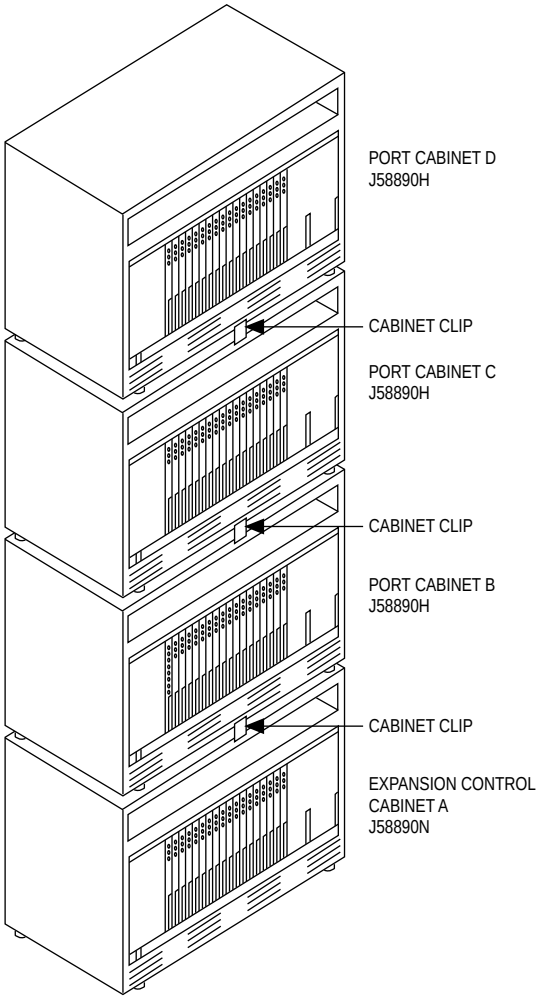

Figure 1-5. 4-Cabinet G3r V4 EPN — Front View, Doors Removed
1. See DANGER. Place the port cabinets into the positions from which they were previously removed (see Figure 1-5).